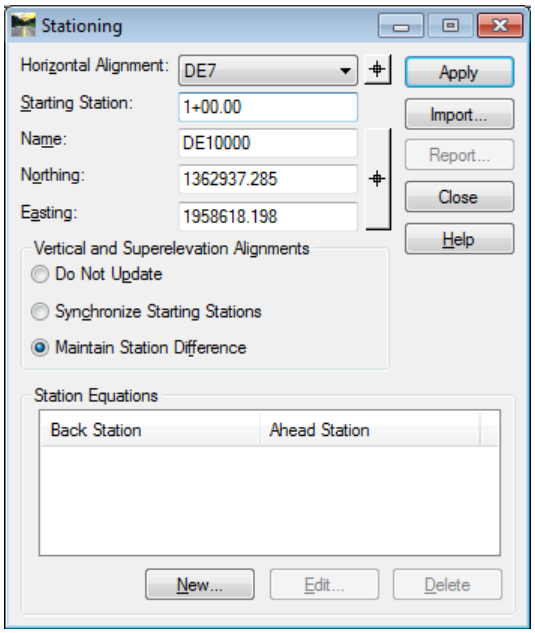

Figure L3-17 Stationing
24.	• In the **Stationing** dialog, enter ***1+00.00*** in the '**Starting Station:**' entry field. • Verify your entries match those shown in *Figure L3-17*. • Click **Apply** & **Close**. *The beginning Alignment Stationing is entered as 1+00.00.*